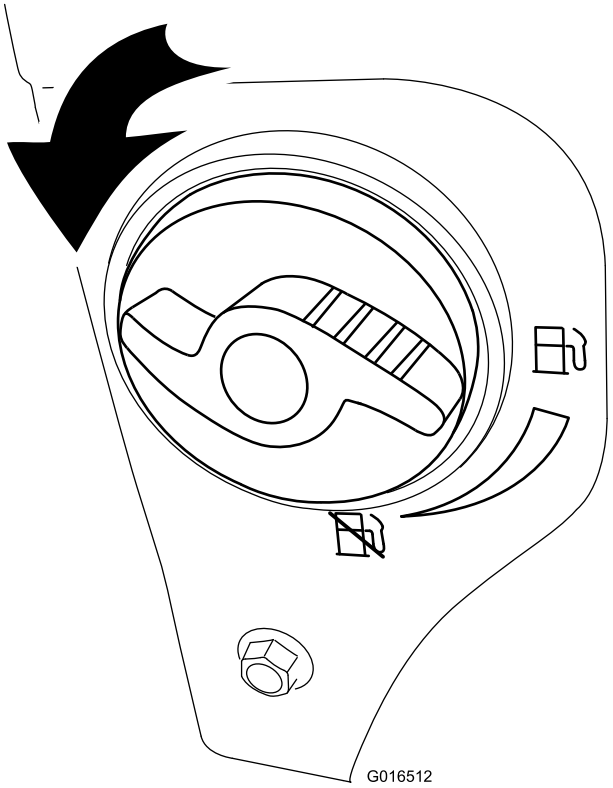

Рисунок 25
2. Поверните отсечной топливный кран на 1/4 оборота против часовой стрелки для того, чтобы открыть его (Рисунок 25).